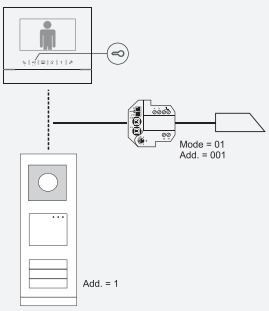

Fig. 02-45-3
- » If the lock or light will be controlled by the programmable button of indoor station, guard unit or outdoor station, the mapping of the switch actuator address and the programmable button address should be configured. This is called "Time relay mode." Fig. 02-45-3